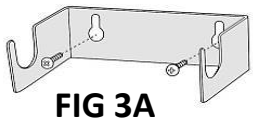

FIG 3A
5. Repérez l'emplacement des vis du support de montage en utilisant le support de montage (1504) comme gabarit (figure 3A).